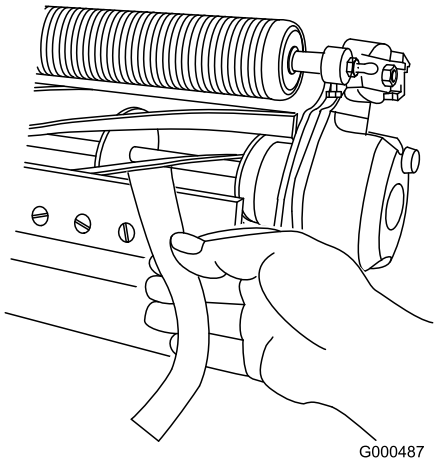

**Figuur 47**
11. Test de maaiprestaties door een lange strook maaitestpapier (Toro onderdeelnummer 125-5610) tussen de snijplaat en de messenkooi te steken, loodrecht op de snijplaat (Figuur 47). Draai de messenkooi traag naar voren. Het papier moet gesneden worden.